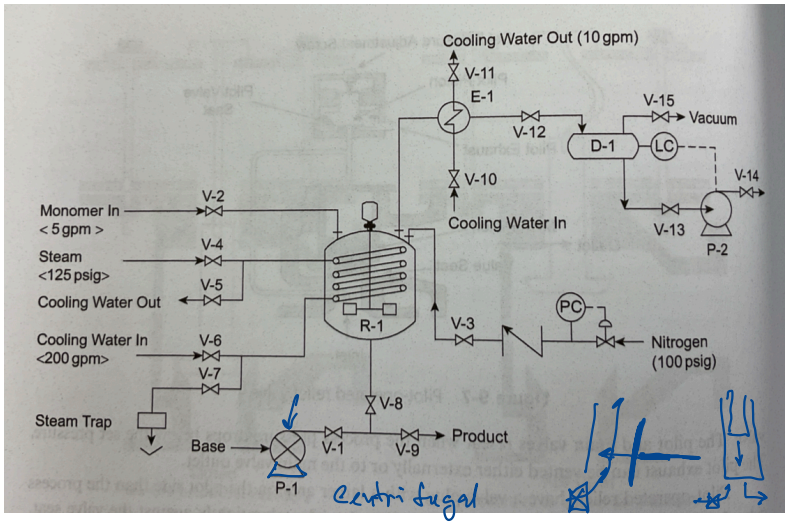

Figure 12: Process flow diagram of a polymerization process. *Source: Crowl and Louvar, Chemical Process Safety, 4th Edition, FIgure 9-8.
2. Use the provided reactor drawing (Figure 12 above) and identify three locations where you would place relief devices, justifying each choice.